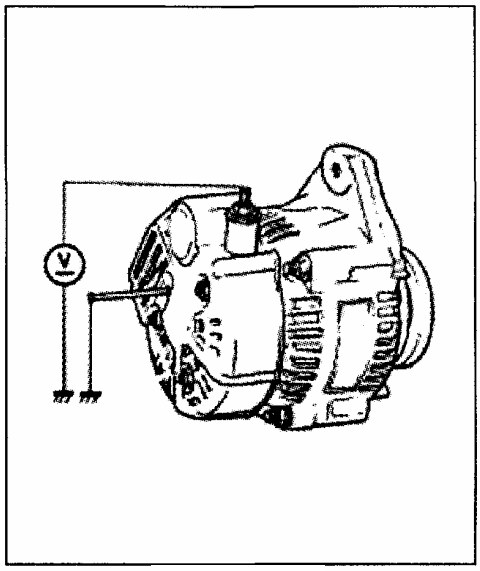

Рис. 236
2) Заземлите контакт F, запустите двигатель, измерьте напряжение на контакте B, как показано на рисунке (Рис.236).